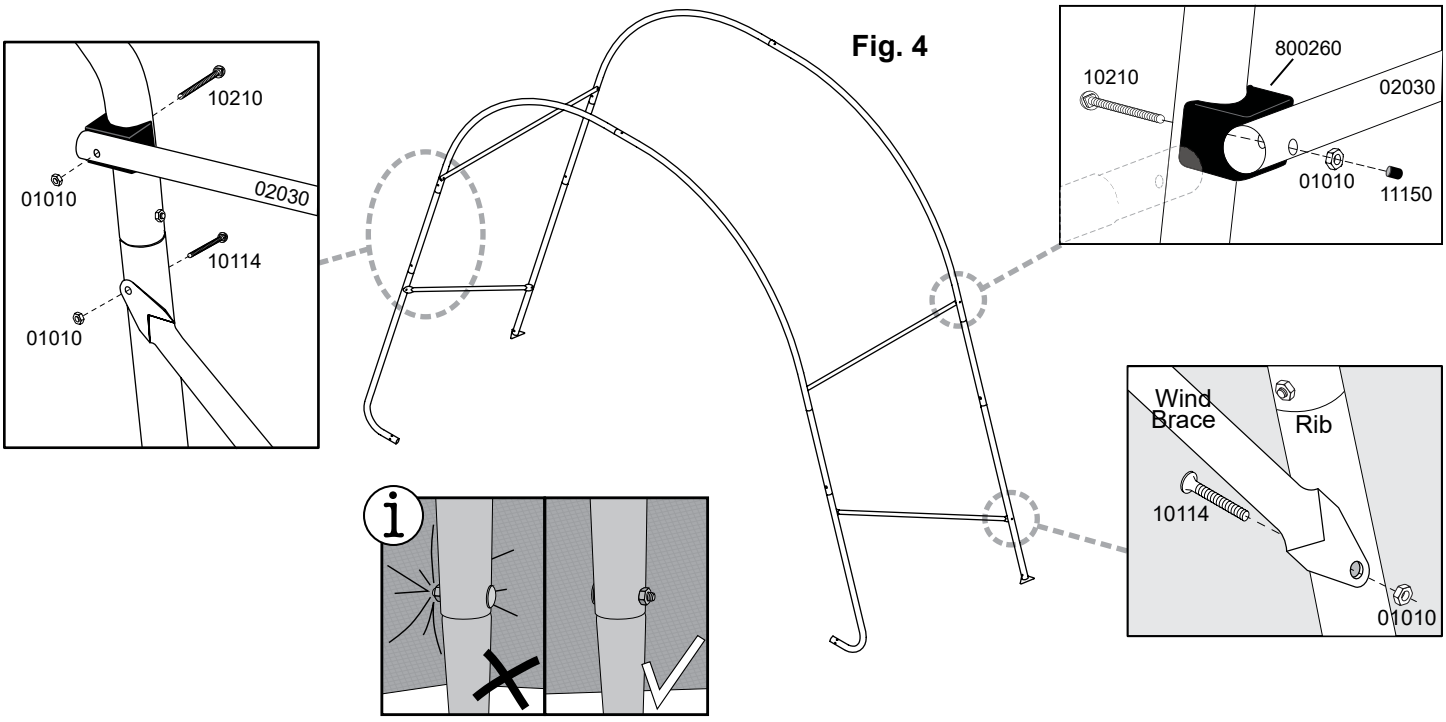

Fig. 4
B. Place the ShelterLock® (800260) on the upright as shown in Fig. 4.